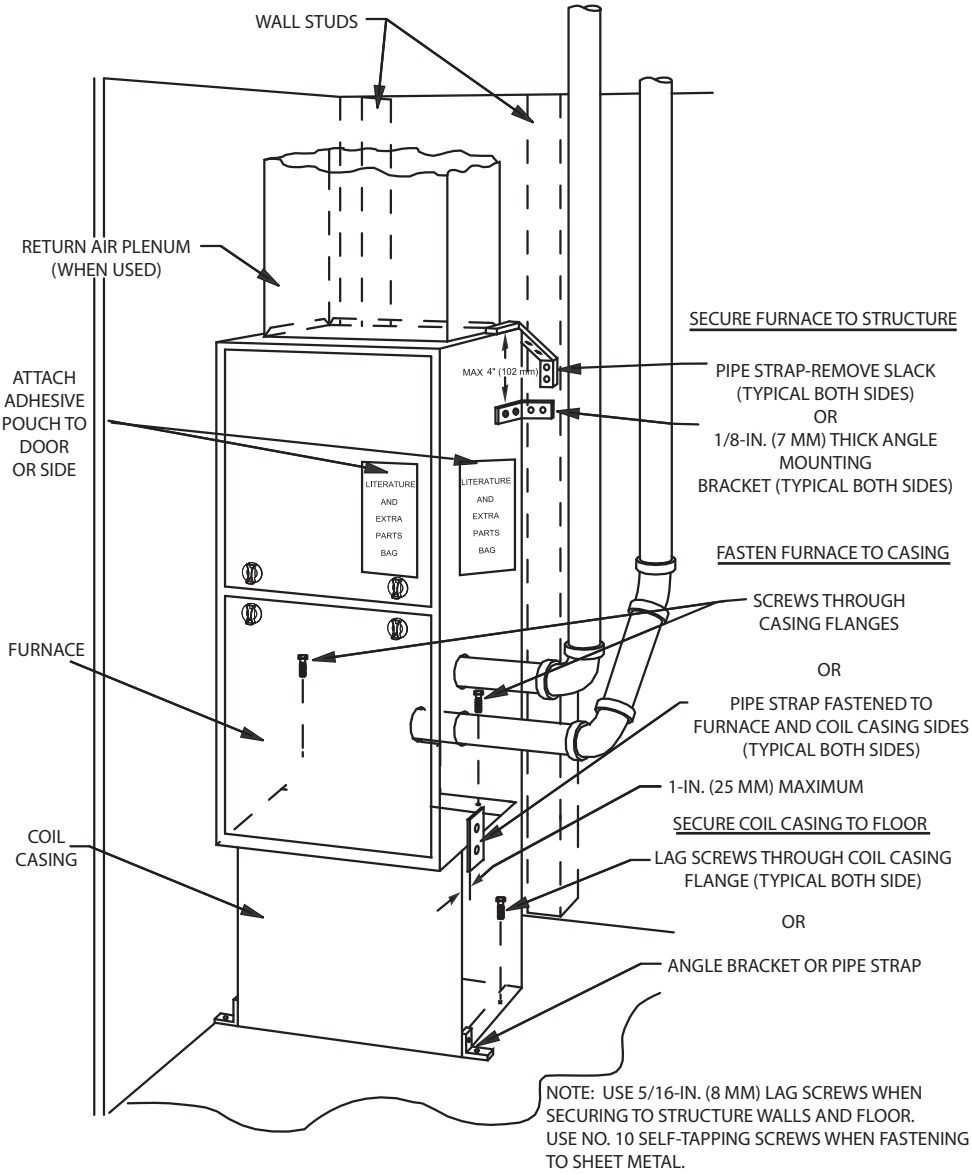

Fig. 1 - Securing Furnace to Structure
Attach adhesive pouch containing literature packet and gas conversion parts to outside of main furnace door or accessible side of furnace for use at a later date. (See Fig. 1.)
RECOMMENDED METHODS OF SECURING FOR TYPICAL INSTALLATION (See Fig. 1.)
4. Attach adhesive pouch containing gas orifices and Installation Instructions to front of main furnace door or accessible furnace side. (See Fig. 1 or 5.)